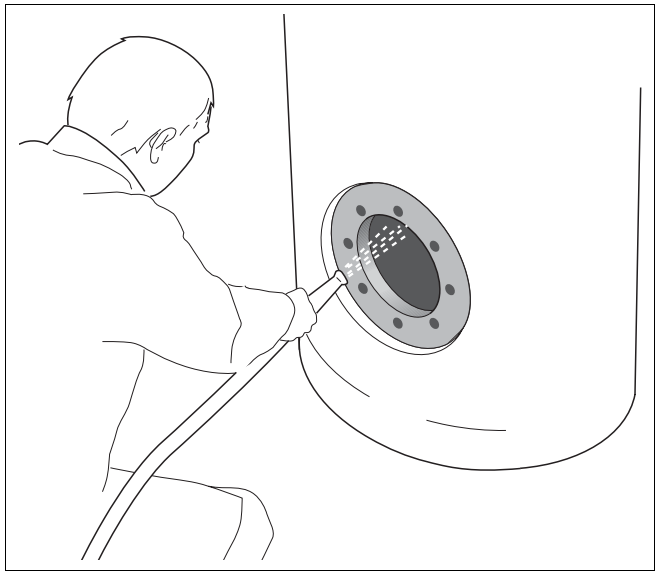

Rys. 11 Spryskanie podgrzewacza
- Spryskać wnętrze podgrzewacza mocnym strumieniem zimnej wody (nadciśnienie ok. 4 – 5) (rys. 11).